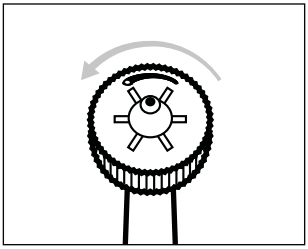

Fig. 4
- Turn the nozzle control ❶ anti-clockwise with your fingers to obtain a single jet for targeted removal of food remnants from hard-to-reach areas (see Fig. 4 and 5).